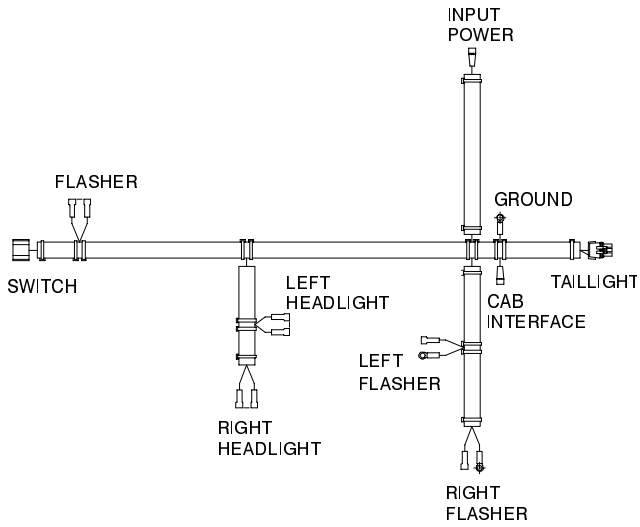

Figure 6
9. Route wire harness (Fig. 6) as follows :